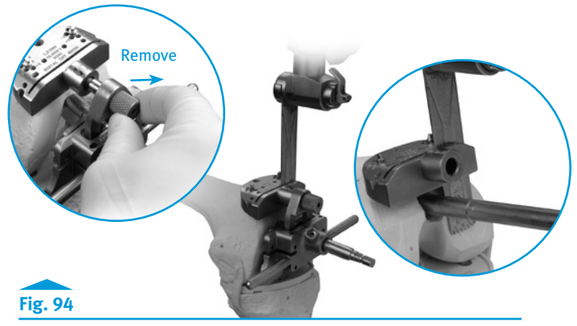

Fig. 94
- Use a 0.050 in. (1.27mm) oscillating saw blade to start the resection of the distal femur through the slot on the cutting guide **(Fig. 94)**.
- Finish the resection **(Fig. 94)**. If necessary, remove the reamer to complete the cut.